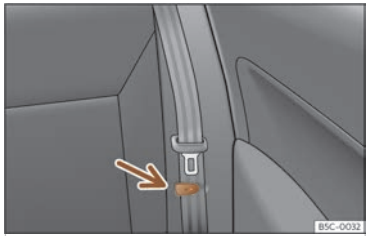

Fig. 98 Rear seat: clip to hold the seatbelt in place.
- Place the side seat belts in the trim clip ››› **Fig. 98**.